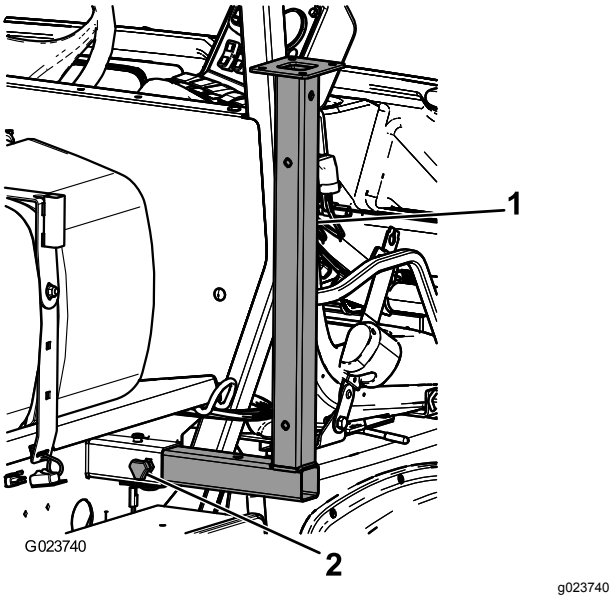

Figur 40
1. Indsæt de forreste donkrafte i rammen med bunden opad ved de forreste bindepunkter (Figur 40).